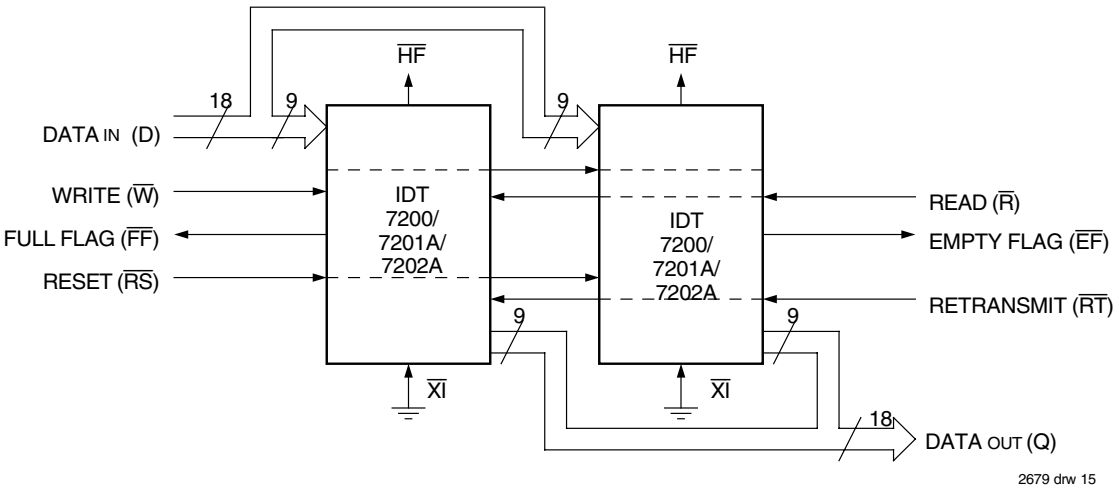

Figure 13. Block Diagram of 256 x 18, 512 x 18, 1,024 x 18 FIFO Memory Used in Width Expansion Mode
Word width may be increased simply by connecting the corresponding input control signals of multiple devices. Status flags ($\overline{EF}$, $\overline{FF}$ and $\overline{HF}$) can be detected from any one device. Figure 13 demonstrates an 18-bit word width by using two IDT7200/7201A/7202As. Any word width can be attained by adding additional IDT7200/7201A/7202As (Figure 13).
2. For Flag detection see section on Width Expansion and Figure 13.